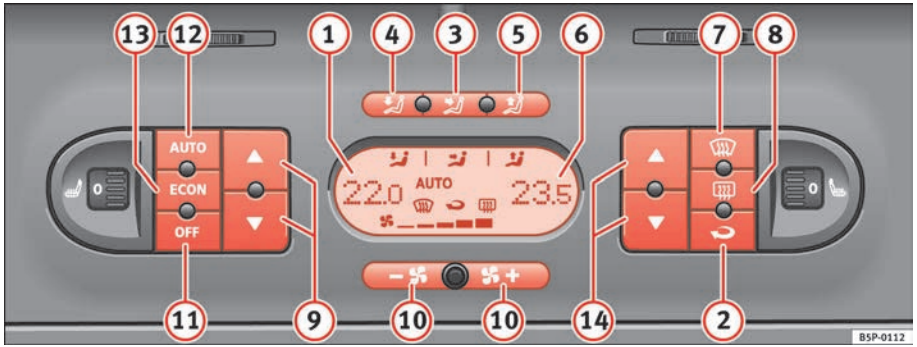

Fig. 133 On the dash panel: 2C Climatronic controls
– To enter manual mode, press one of the buttons ⇒ fig. 133 (3) to (5), ECON or press the air flow control (10). The symbol AUTO will disappear from the display. ▶
– Press the button ⇒ page 158, fig. 133 (2) to switch air recirculation mode on or off. It is switched on if the following symbol appears in the display .